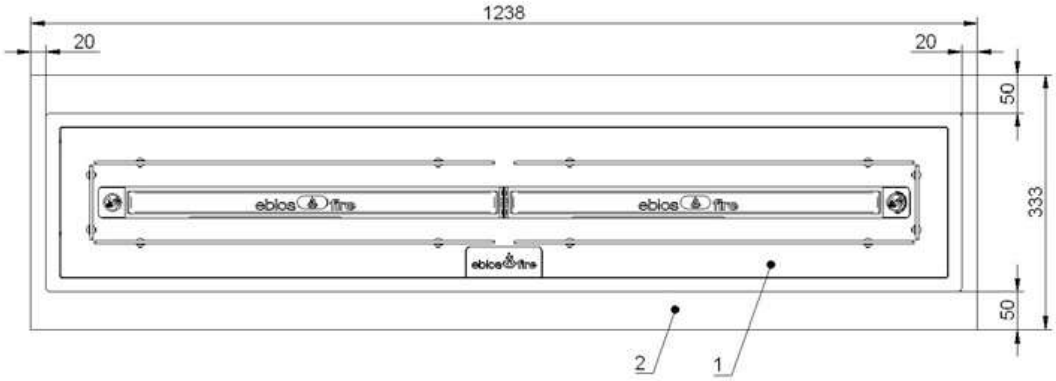

Rys. 6 Wymiary minimalny płyty górnej/stołowej
- Minimalny wymiar płyta górnej/stołowej (rys. 6) wynosi co najmniej **1250 x 400 mm** (szerokość x głębokość).